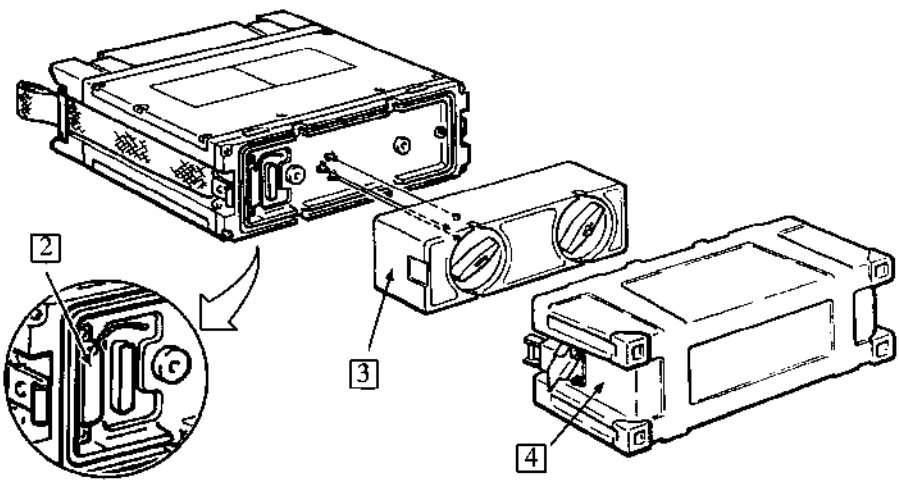

Bild 1. Anslutning av batteri
2. Kontrollera att skyddslocket för det *mångpoliga* anslutningsdonet på sändtagarens undersida sitter på anslutningsdonet, se Bild 1.